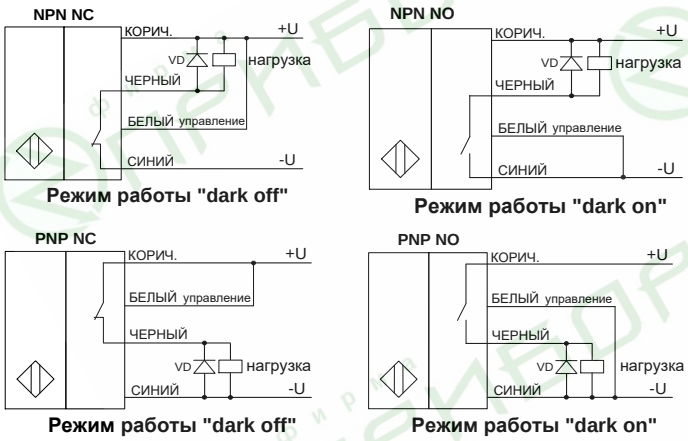

Рис. 1
3. После включения светодиода в течение 0.5 секунды необходимо произвести следующее касание сенсора и дождаться отключения светодиода (п. 1-2). При выполнении четырёх циклов п. 1-2, светодиод загорится красным цветом на 0.5 секунды и плавно переключится на зелёный цвет, что говорит об успешном входе в режим обучения. Цветовая маркировка проводов кабеля датчика указана на корпусе. Схемы подключения приведены на рис. 1.